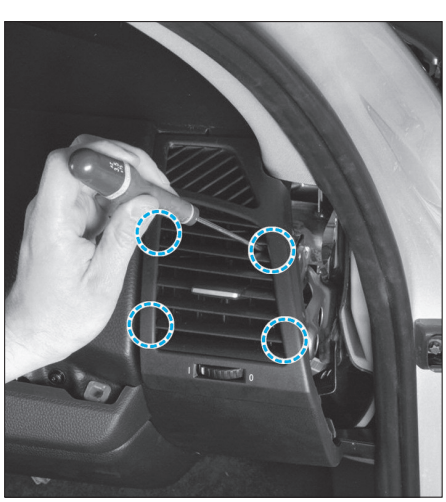

Fig. 28
• A l'aide d'un tournevis fin, dégrafer la grille d'aération droite comme illustré **(Fig.28)**, puis l'extraire.
• Dégrafer l'aérateur d'air gauche comme illustré **(Fig.28)**.